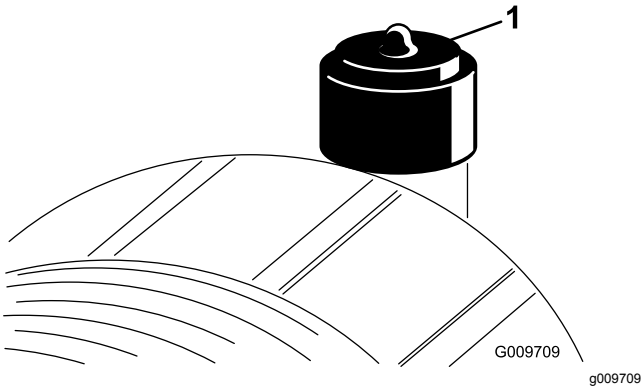

Figur 49
Utför service på luftrenarfiltret bara när serviceindikatorn (Figur 49) anger att det krävs. Om du byter luftfiltret tidigare ökar det risken för att smuts kommer in i motorn när du har avlägsnat filtret.
10. Nollställ indikatorn (Figur 49) om den är röd.